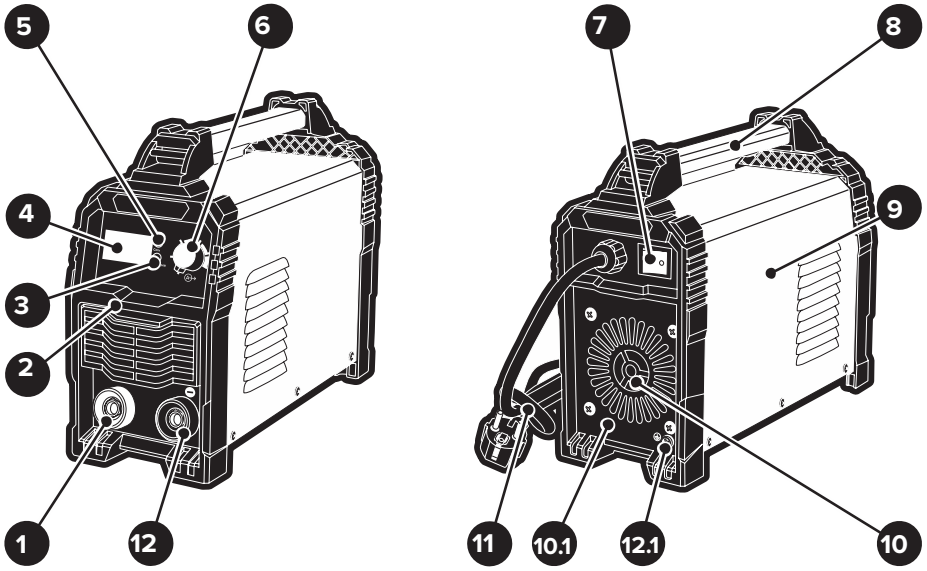

Рисунок 1 — Общий вид аппарата
• Выберите полярность сварки и подключите сварочный кабель с электрододержателем 14 и сварочный кабель с зажимом 13 к силовым клеммам 1 и 12 (см. рис. 1, 2, 3).
• С помощью регулятора 6 (см. рис. 1) и по дисплею 4 настройте силу сварочного тока согласно проводимым условиям работы.
• При сварке на постоянном токе следует учитывать, что при подключении свариваемых деталей к положительному полюсу (аноду) — силовая клемма 1 (см. рис. 1) выделяется больше тепла,